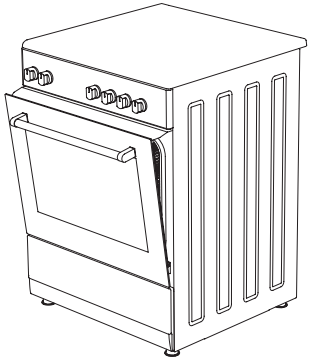

Figura 31
4. Em seguida, fixar o painel de segurança entre o forno e a tampa frontal, fechando suavemente a tampa. (figura 31)